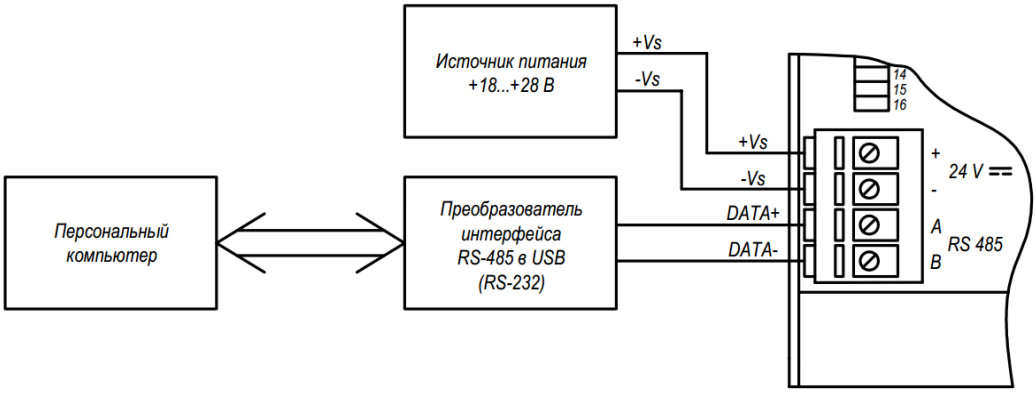

Рисунок 1.4 – Подключение модулей к порту ПК
1.4.3.1 Для конфигурации модуля может быть использован офисный ПК стандартной комплектации, имеющий порт RS-232 или USB. Модуль подключается с помощью преобразователя интерфейса RS-232 в RS-485 (USB в RS-485) (рисунок 1.4).